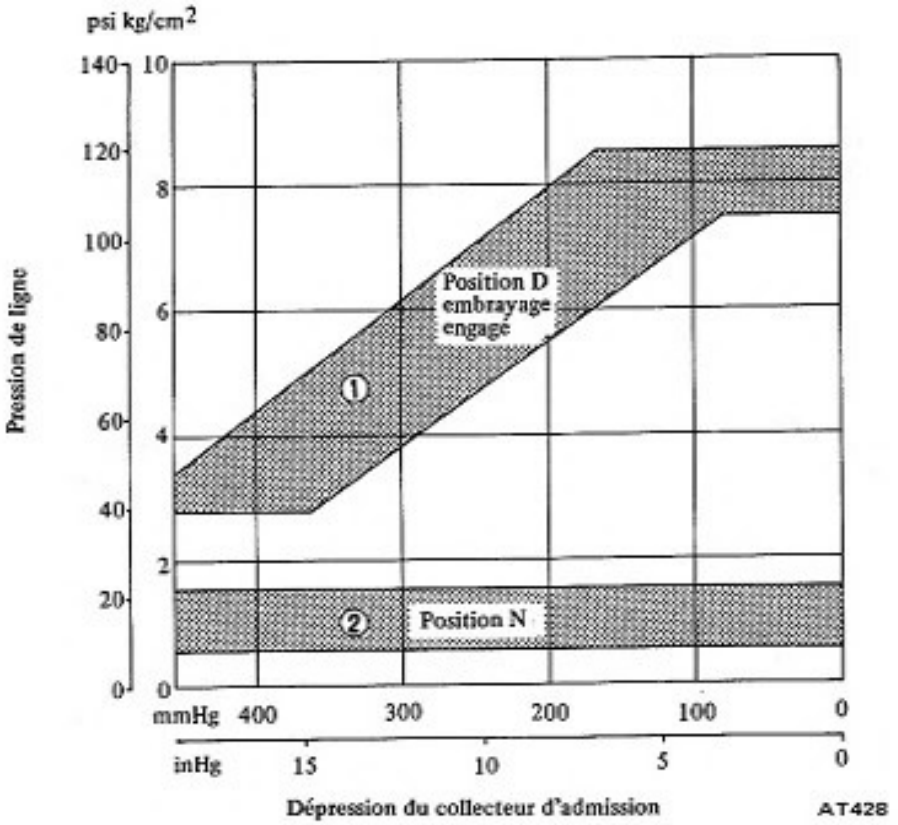

Fig. AT-115 Caractéristiques du circuit de pression "ON"
1. La pression de ligne est normale si elle atteint la zone sombre illustrée par les Figures AT-115 et AT-116.